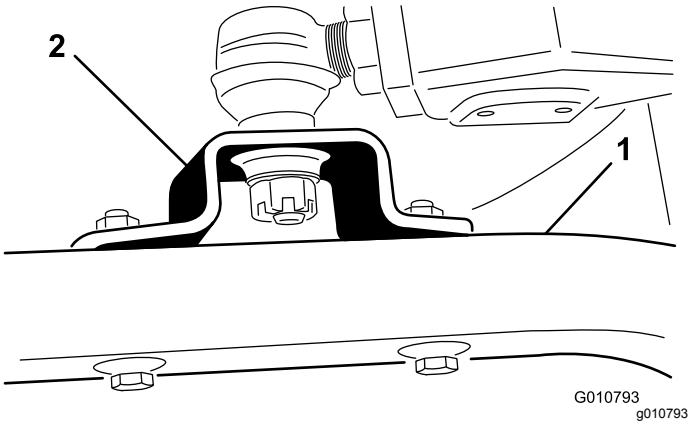

**Figur 19**
3. Fjern maskinskruerne og låsemøtrikkerne, som fastholder kugleledsbeslagene på styrehjulsarmene på klippeenheden (Figur 19).